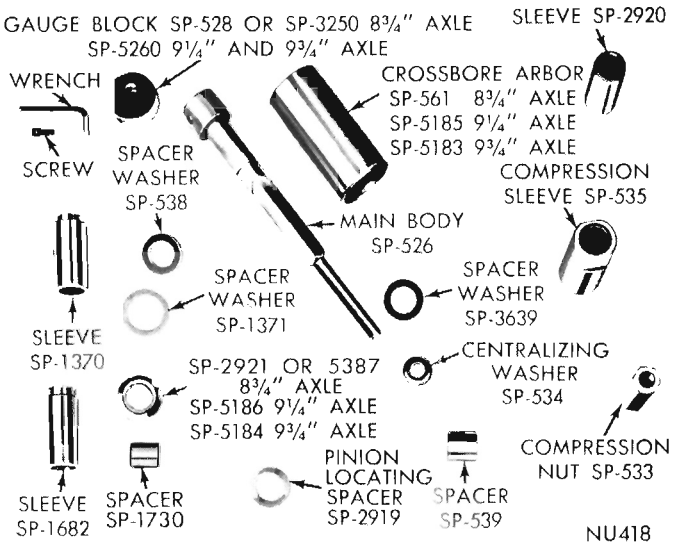

Fig. 25—Rear Axle Setting Gauge Tool C-758-D4
(1) Position pinion bearing cups squarely in bores of carrier. Assemble Tool C-758-D4 (Fig. 25) by placing spacer SP-2919 followed by rear pinion bearing cone over main screw of tool and inserting it into carrier from gear side.